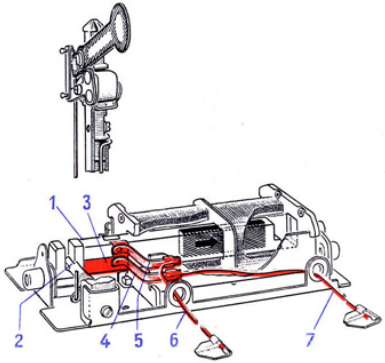

Fig. 6a Bahnstromschalter in Stellung „Fahrt"
eingebaut, der den Bahnstrom in der vorher beschriebenen Weise reguliert. Die Konstruktion des Schalters ist in Fig. 6a und 6b dargestellt. Er ist mit dem Anker (1), der über einen Winkelhebel (2) das Gestänge zum Signalflügel antreibt, gekoppelt (die Signalmaste wurden in den Fig. abgebrochen gezeichnet). Auf beiden Seiten des Ankers ist für Oberleitung und Unterleitung je ein Kontaktblech (3) angebracht. Auf ihnen schleifen je 2 Kontaktfedern (sichtbar sind die Kontaktfedern 4 und 5). An die beiden Kontaktfedern sind die zwei roten Kabel (6 und 7), welche aus dem Signal hinausgeführt sind, angelötet. Fig. 6a zeigt den Schalter bei geschlossenem Zustand. Beide Kontaktfedern (4 und 5) liegen auf dem Kontaktblech (3) auf und sind also elektrisch miteinander verbunden. Dadurch ist es möglich, daß der Bahnstrom von einem der roten Kabel (6) in das andere (7) fließen kann (Signalstellung „Fahrt").